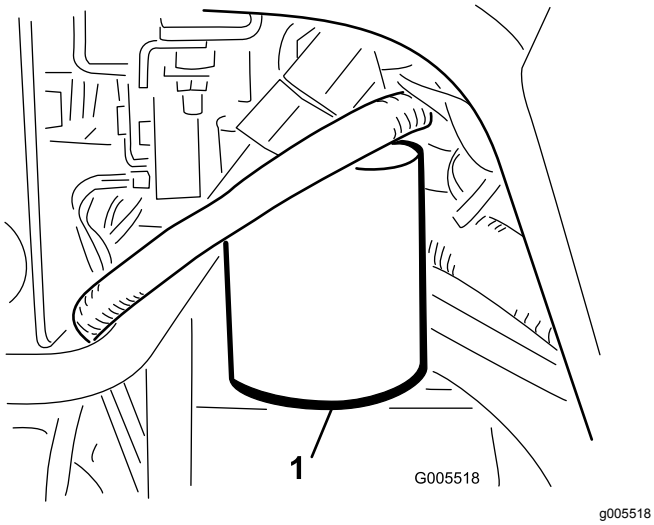

Figuur 57
1. Reinig de omgeving van de plaats waar het filter wordt gemonteerd (Figuur 57). Plaats een opvangbak onder het filter en verwijder het filter.